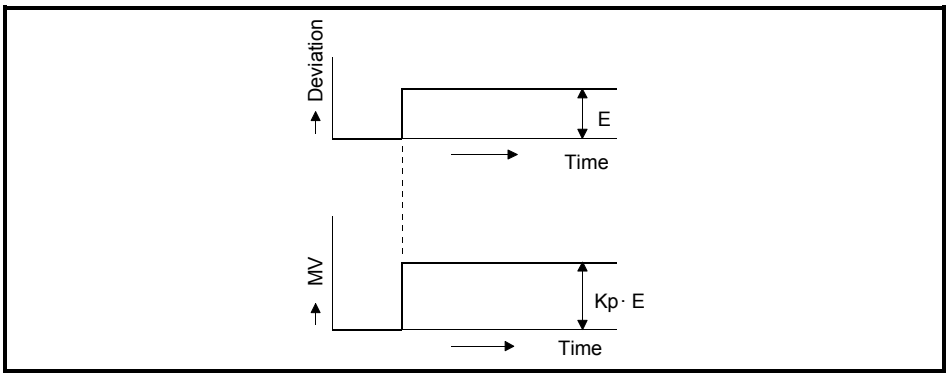

Fig. 4.2 Proportional Operation with a Constant Deviation
(3) The proportional operation in step response with a constant E (deviation) is illustrated in Fig. 4.2.